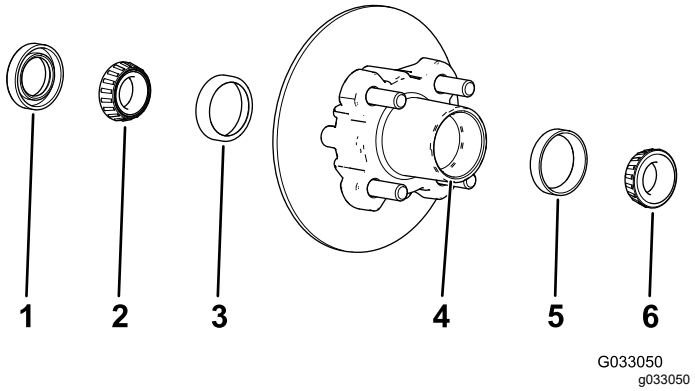

Figuur 33
1. Verwijder het buitenste lager en de loopring van het lager van de naaf (Figuur 33).
2. Verwijder de afdichting en het binnenste lager van de naaf (Figuur 33).
5. Verwijder alle vuil en vet uit de holte van de naaf (Figuur 33).
7. Vul de holte van de naaf voor 50 tot 80% met het aanbevolen smeermiddel (Figuur 33).
8. Monteer het binnenste lager op de loopring aan de binnenkant van de naaf en monteer de afdichting (Figuur 33).